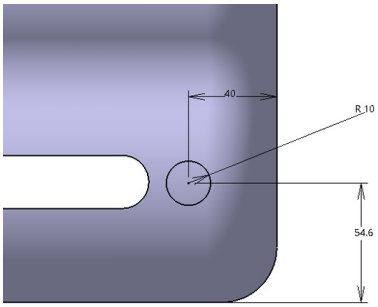

Figure 8-97 *The sketch for creating the standoff*
h. Create the standoff for the Soap Case, refer to Figure 8-97.
1. Create a sketch on the xy plane, as shown in Figure 8-97.